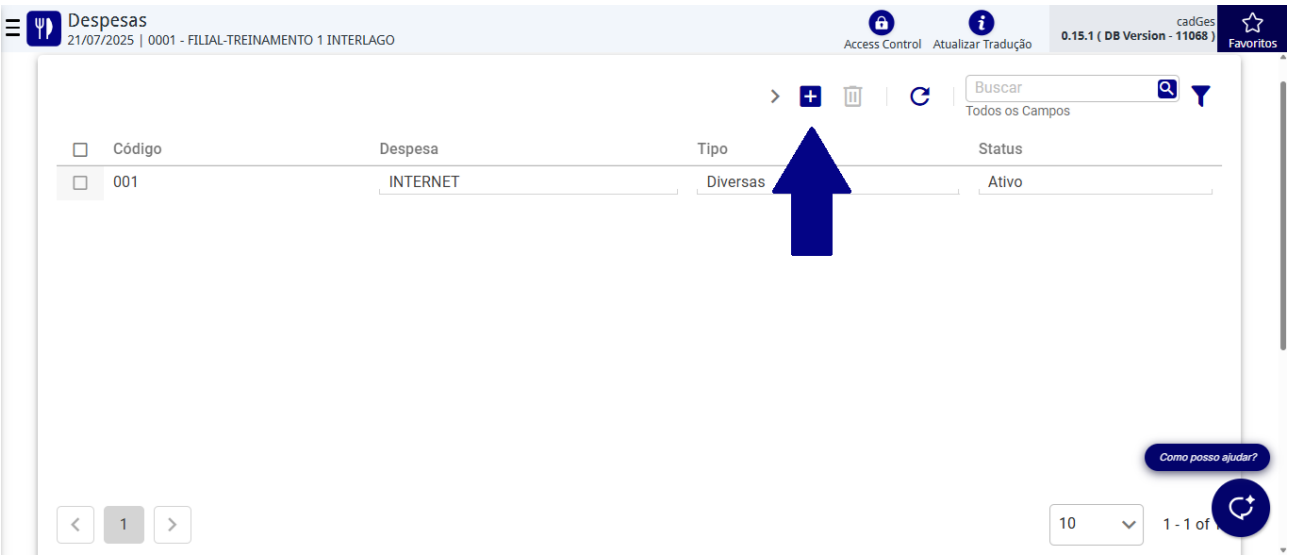

Figura 110: Adicionar
a) Na barra de ferramentas do **painel superior**, clique no ícone **Adicionar (+)** (Figura 110).